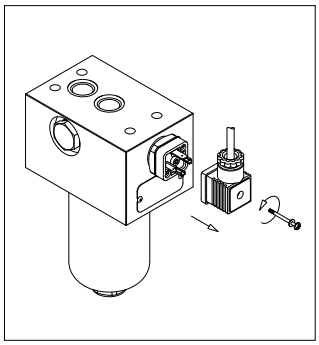

fig. 6
- (Fig. 6) Remove the connector of the differential indicator by unfastening the central screw (only for electrical indicators)